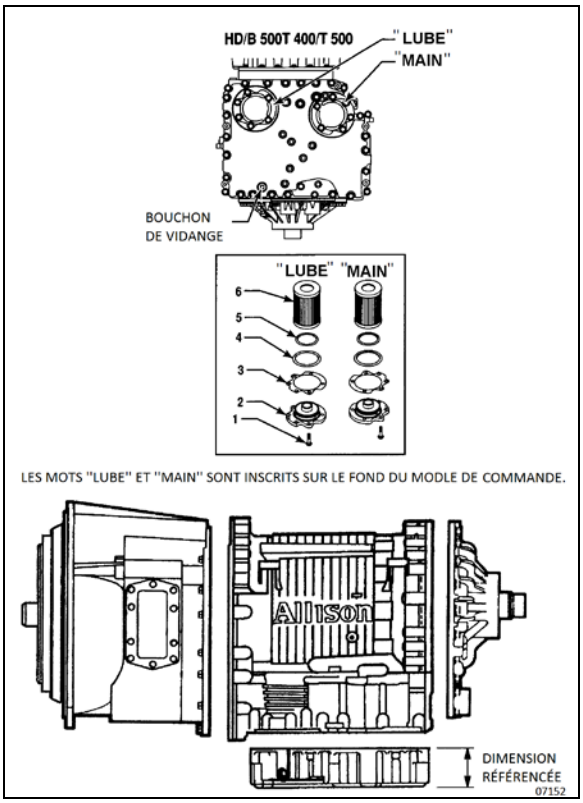

FIGURE 7: BOUCHON DE VIDANGE ET FILTRES
2. Démonter le bouchon de vidange situé sous la transmission (FIGURE 7) et laisser l'huile se vidanger dans un récipient approprié. Vérifier l'état de l'huile tel que décrit précédemment.
3. Enlever douze boulons (1), deux couvercles du filtre (2), deux joints (3), deux joints toriques (4), deux joints toriques (5) et les deux filtres (6) du bas du module de commande (FIGURE 7).
4. Lors de la repose des pièces, lubrifier et poser des joints toriques neufs (4) et (5) sur chaque couvercle (2). Lubrifier le joint torique intérieur du filtre (6) et pousser le filtre sur le couvercle (2). Poser des joints plats neufs (3) sur le couvercle (2) et aligner les trous du joint sur les trous du couvercle.